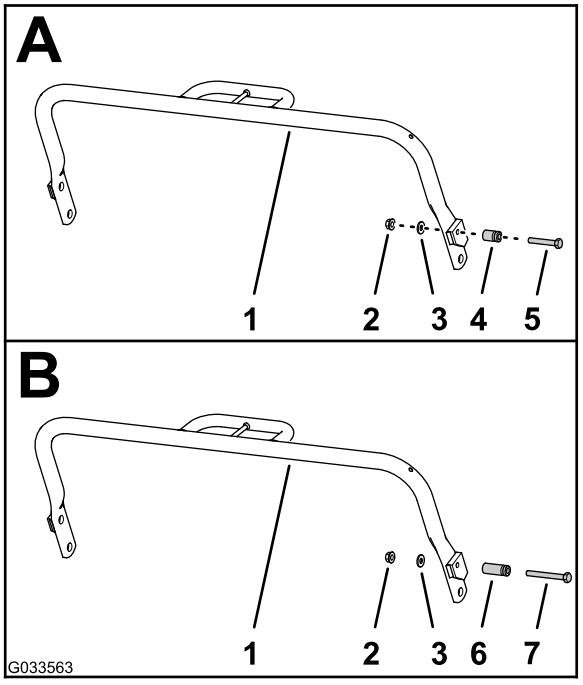

Figura 3
3. Retire a porca flangeada, a anilha, o pino de mola existente (1") e o parafuso (5/16" x 2") do lado direito do apoio (A da Figura 3).
4. Monte o novo pino de mola (1-3/4") no apoio com o novo parafuso (5/16" x 2-3/4"); como se mostra em B da Figura 3.
5. Use a porca flangeada e a anilha que guardou no passo 3 para prender o pino de mola ao apoio (B da Figura 3).